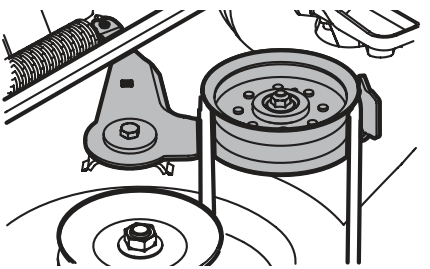

Fig. 44
8. À partir du côté droit de l'appareil, insérez une clé à rochet de 3/8 po (réglée pour **serrer**) dans le trou carré sur le support de la poulie de tension (Fig. 44).
9. Déplacez la clé vers l'avant pour bouger la poulie d'entraînement du plateau (Fig. 44).